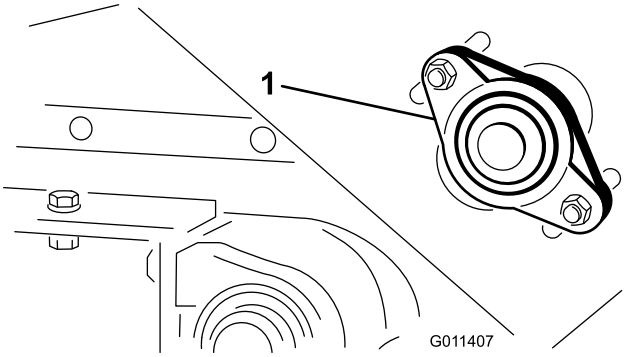

Figur 22
1. Løsne mutrene som fester lagerhuset (Figur 22) på høyre side av maskinen.